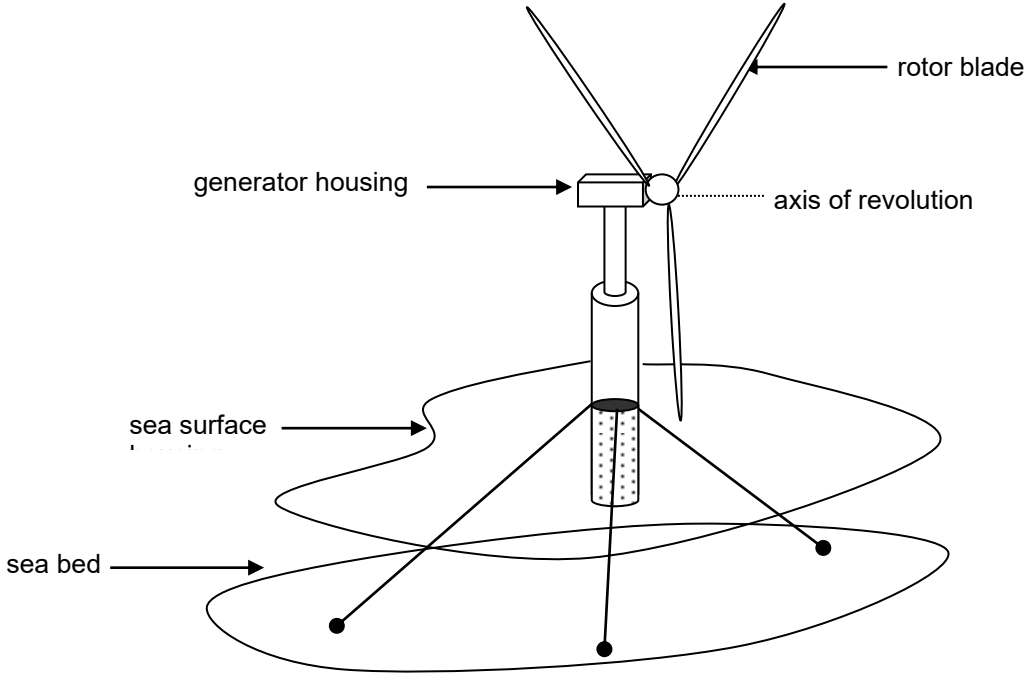

Fig. 8.1
8. Hywind, the world's first floating wind turbine that combines technologies from both the wind farming industry and the oil and gas sectors was recently commissioned off the coast of Norway in 2009. The Hywind are towed out to the open sea of density 1025 kg m^{-3} and is anchored to the seabed by three long cables as shown in Fig. 8.1. The high-speed wind turbine is used to generate electricity of output frequency of 50 Hz. One of the reasons for operating the Hywind offshore is the continuous presence of high speed wind from 8.0 m s^{-1} to 30 m s^{-1}.